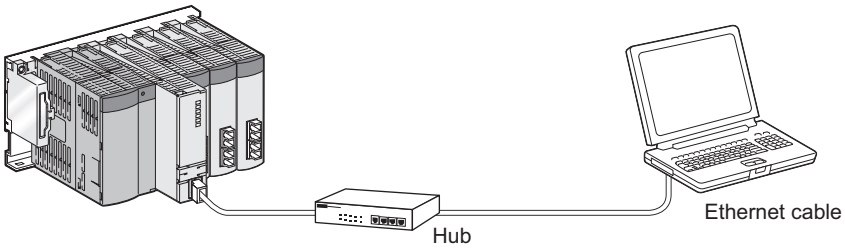

Figure 7.16 Non-direct connection
3) The system configuration that connects a Built-in Ethernet port QCPU with an external device using a hub as shown in Figure 7.16 is not regarded as direct connection since the hub is used. Do not check the "Ethernet port direct connection" checkbox on the detailed setting screen.